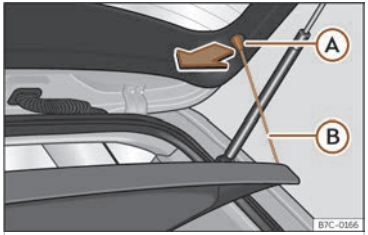

**Fig. 168** In the luggage compartment: removing and installing the shelf.
- Detach the cord loops ››› **Fig. 168** Ⓑ from their hooks Ⓐ.
- Attach the securing straps ››› **Fig. 168** Ⓑ onto the rear lid.